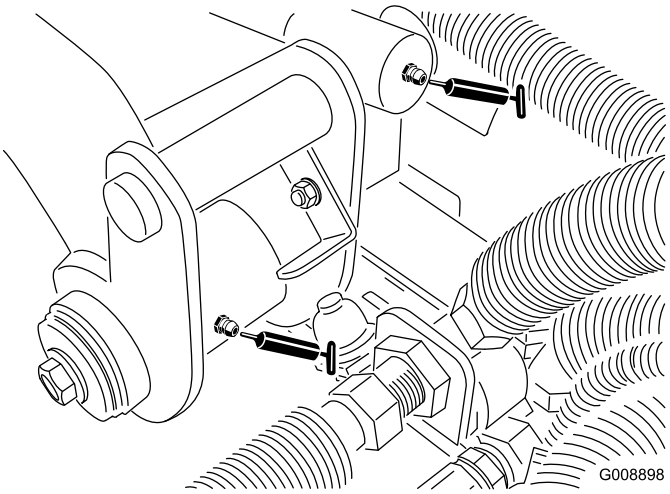

Figur 51
- Bakre lyftarmstapp och lyftcylinder (2) (Figur 51)